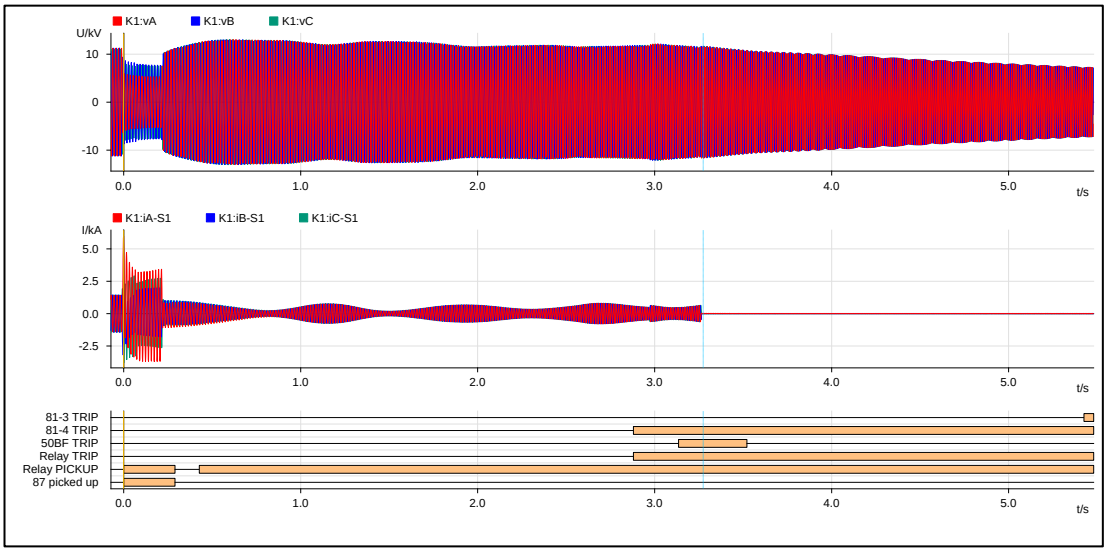

Figura 8. Registro oscilográfico del relé 7UM62 del generador G2 de la C.H. La Virgen (Fuente: LA VIRGEN).
11.6 En la C.H. La Virgen, luego de 3275 ms de iniciada la falla, se produjo la desconexión del generador G2 por actuación de su protección de sobrefrecuencia (81O), implementado en el relé 7UM62 (ver Figura 8). Previo al disparo, la frecuencia alcanzó el valor de 75,945 Hz.